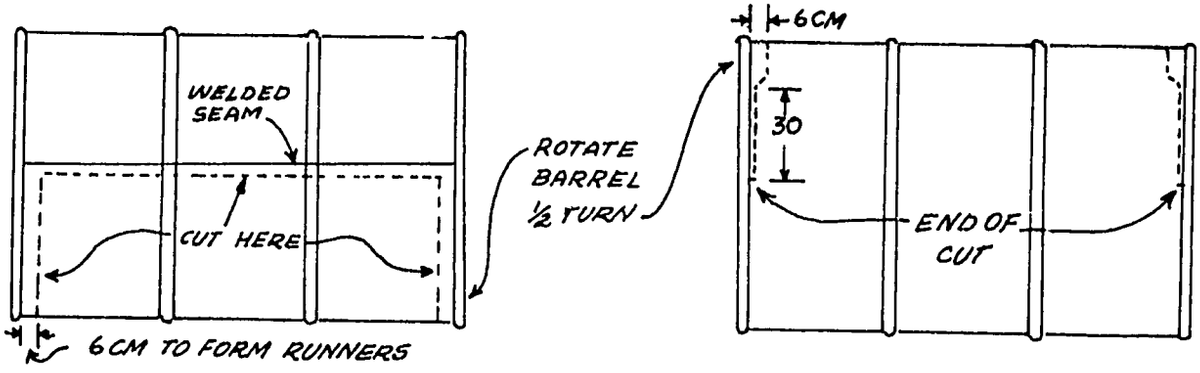

FIGURE 3 CUTTING THE BARREL
1. Cut the barrel, starting next to the welded seam, as shown in Figure 3 below. Also see Figure 1. The cut is exactly half way around the barrel.